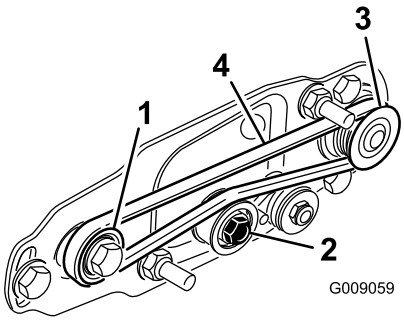

Figur 16
- Sæt remmen rundt om den **drevne** remskive og derefter over toppen af styreremskiven (Figur 16).
- Start remmen på **drivremskiven** (Figur 16).